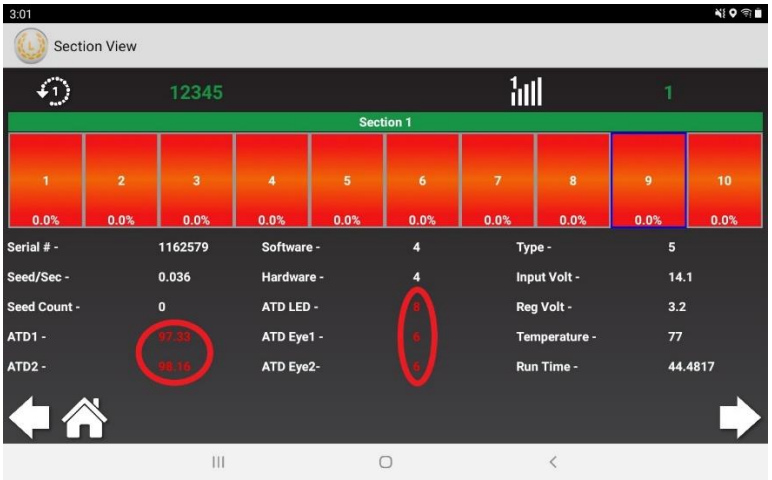

Figure 6.3
1. If you suspect a sensor may be faulty, tap the sensor on the home screen to enter the section view screen. Figure 6.3 shows an example of what will be displayed when a sensor is faulty. The numbers circled and shaded red indicate a faulty sensor.